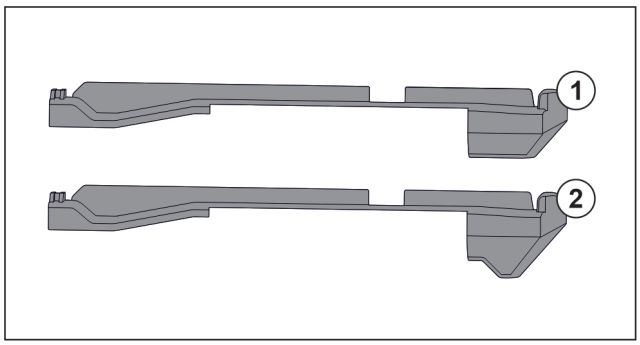

Fig. 195 Comparaison des éléments emboîtables
L'appareil comprend deux éléments emboîtables différents. L'élément emboîtable au-dessus du tiroir inférieur *Fig. 195 (2)* a un bord triangulaire. Tous les autres éléments emboîtables *Fig. 195 (1)* ont un bord droit.
- ▶ Poser l'élément emboîtable *Fig. 195 (2)* avec le bord triangulaire sur le tiroir inférieur.
- ▶ Poser l'élément emboîtable *Fig. 195 (1)* avec le bord droit à tous les autres endroits.